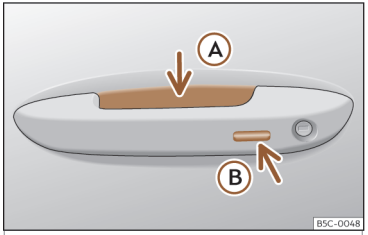

Fig. 82 Maniglia della porta: superfici sensibili
››› **fig. 82**
- Impugnare la maniglia di una delle porte anteriori. Facendolo si tocca la superficie sensibile>>> **fig. 82** Ⓐ (freccia) della maniglia e si sblocca il veicolo.
- Toccare *una volta* la superficie sensibile di blocco>>> **fig. 82** Ⓑ (freccia) della maniglia di una delle porte anteriori. La porta della maniglia azionata dovrà essere chiusa.
- Toccare *una volta* la superficie sensibile >>> **fig. 82** Ⓑ (freccia) della maniglia di una delle porte anteriori. Il veicolo si blocca grazie al sistema di sicurezza "Safe">>> **pag. 109**. La porta della maniglia azionata dovrà essere chiusa.
- Toccare *due volte* la superficie sensibile >>> **fig. 82** Ⓑ (freccia) della maniglia di una delle porte anteriori per bloccare il veicolo senza attivare il sistema di sicurezza "Safe" >>> **pag. 109**.
- Premere il pulsante di chiusura del telecomando e, entro i 5 secondi successivi, toccare una volta la superficie sensibile di blocco della maniglia della porta del conducente ››› fig. 82 Ⓑ. Non afferrare la maniglia della porta, altrimenti il veicolo non si bloccherà. È inoltre possibile effettuare la disattivazione se il veicolo viene bloccato tramite la serratura della porta anteriore lato guida.
Per **chiudere con la funzione comfort** tutti i finestrini elettrici e il tettuccio di vetro, mantenere un dito per alcuni secondi sulla superficie sensibile di blocco››› fig. 82 Ⓑ (freccia) della maniglia della porta finché non si saranno chiusi i finestrini e il tettuccio.
Le superfici sensibili delle maniglie delle porte potrebbero essere attivate da un getto d'acqua o vapore a forte pressione nel caso in cui vicino al veicolo vi sia una chiave valida. Se almeno uno dei finestrini dotati di alzacristalli elettrico è aperto e si attiva in modo permanente la superficie sensibile ››› fig. 82 Ⓑ (freccia) di una delle maniglie, si chiuderanno tutti i finestrini.
- **OPPURE**: toccare *due volte* la superficie sensibile situata sulla parte esterna della maniglia della porta>>> **fig. 82** Ⓑ.